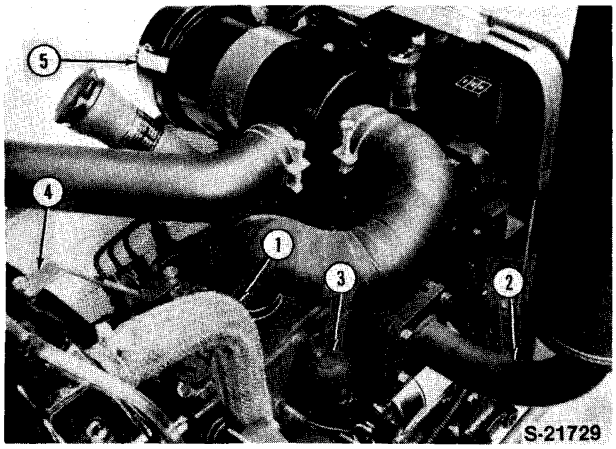

Figure 5
2. Remove the air cleaner assembly, Figure 5.
4. Remove the exhaust muffler and manifold assembly, Figure 5.
5. Remove the upper radiator brace (4) from the top of the cylinder head, Figure 5.